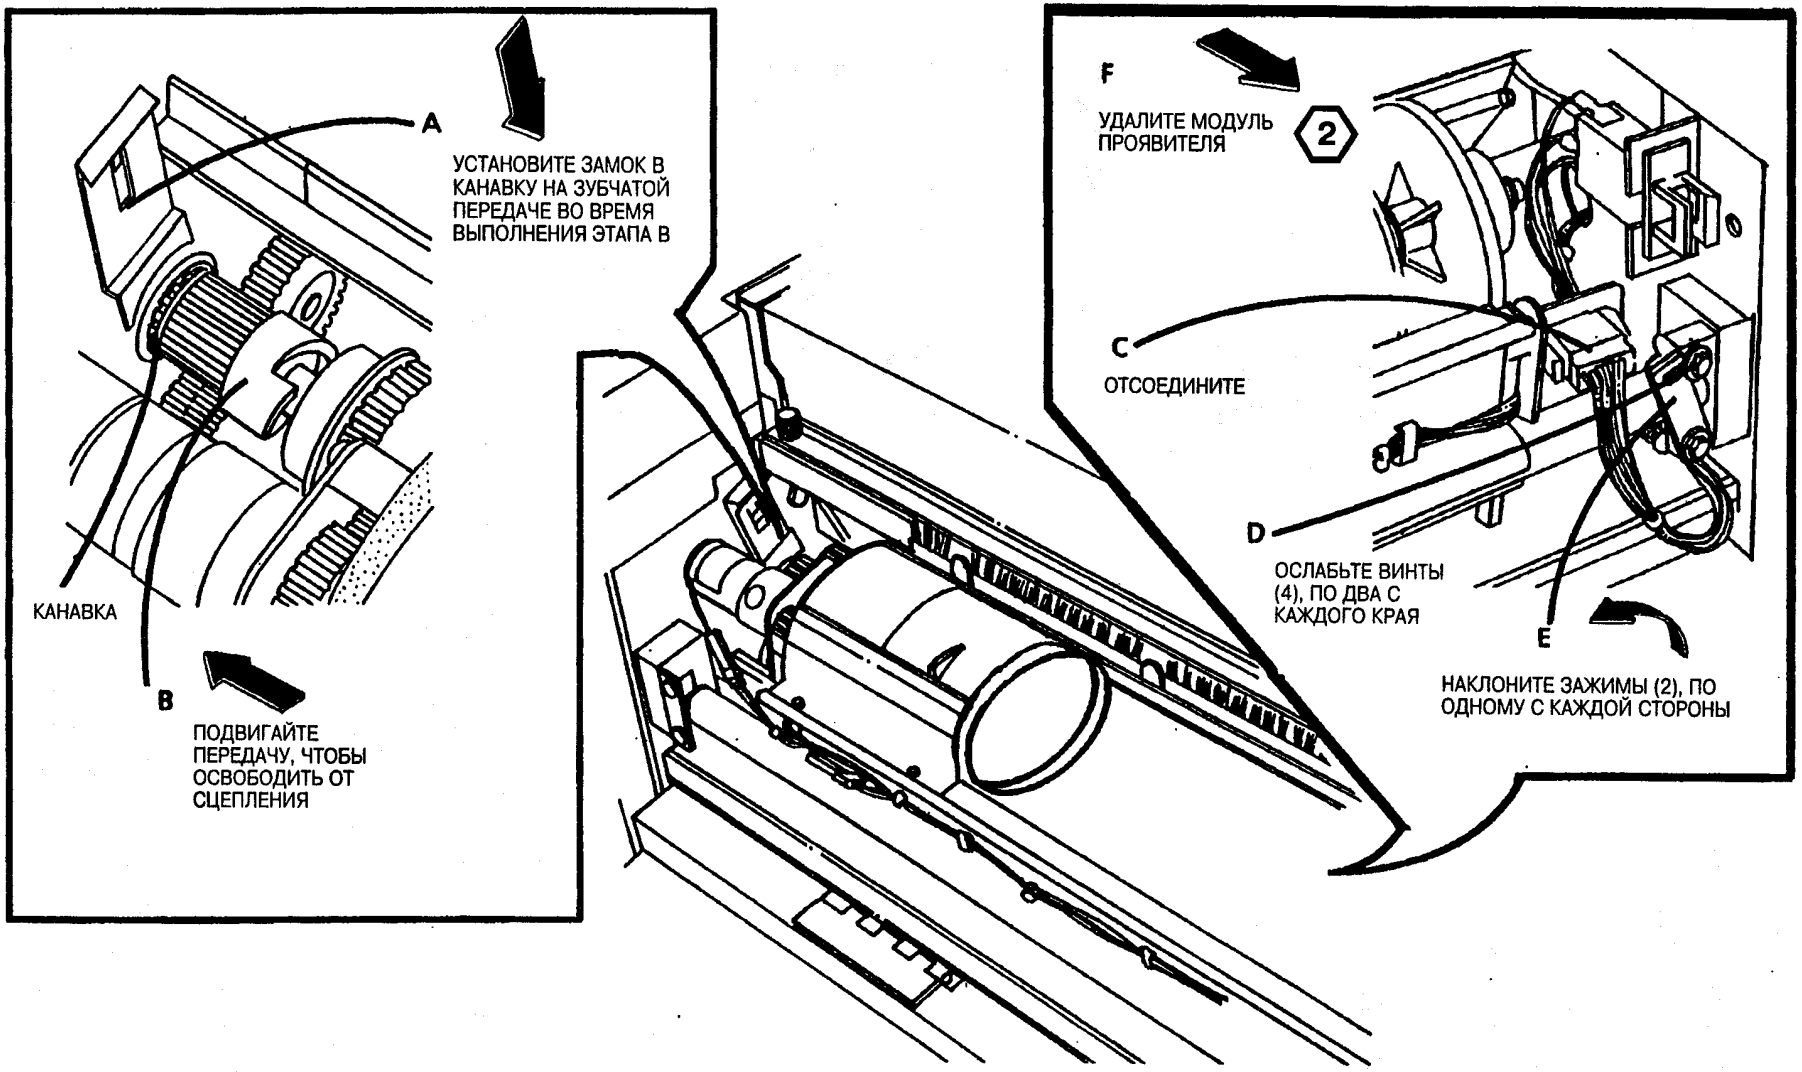

Рис. 8. Удалите модуль проявителя
15. (Рис. 8): Удалите модуль проявителя.